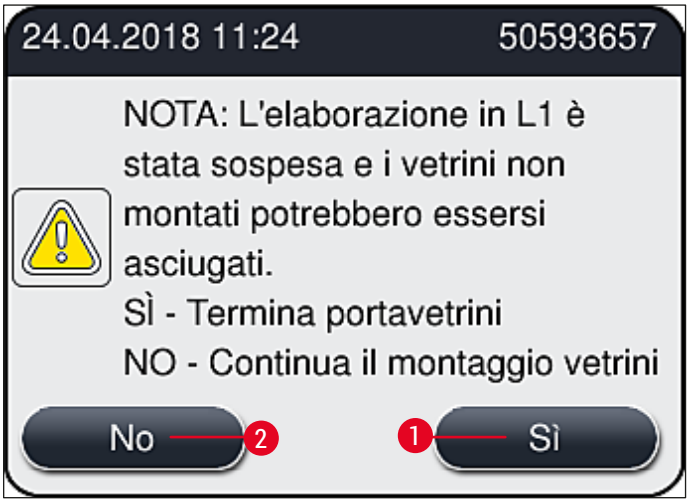

Fig. 113
9. Il software dello strumento esegue una scansione del livello di riempimento. Al termine del controllo l'utente vie avvisato da un messaggio informativo (→ Fig. 113).